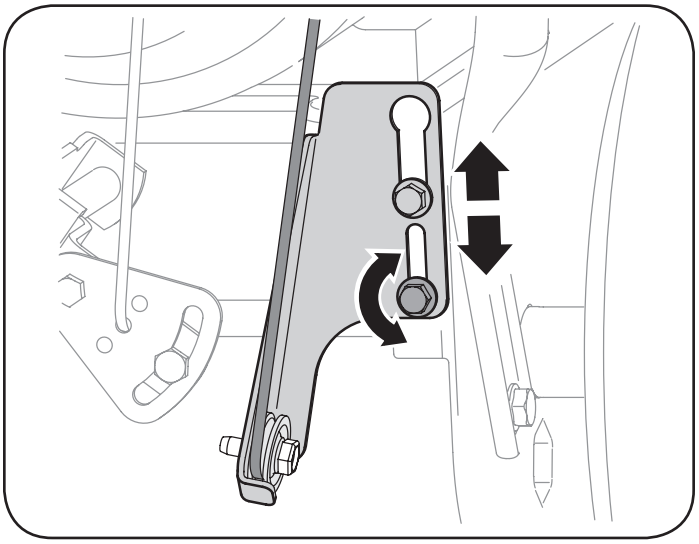

Figure 63
b. Loosen the lower hex bolt on the drive cable bracket. See Figure 63.